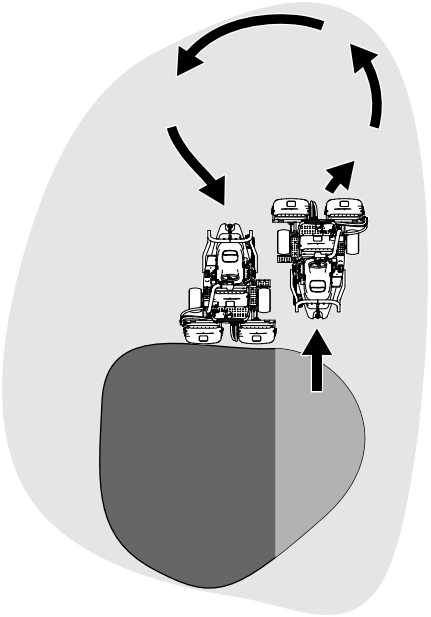

Figur 22
6. Du kan förkorta arbetstiden och underlätta uppställningen inför nästa klippvända genom att tillfälligt vända maskinen i motsatt riktning och sedan vända den i riktning mot den oklippta delen – en droppformad sväng (Figur 22) som snabbt placerar dig i läge för nästa klippsträcka.